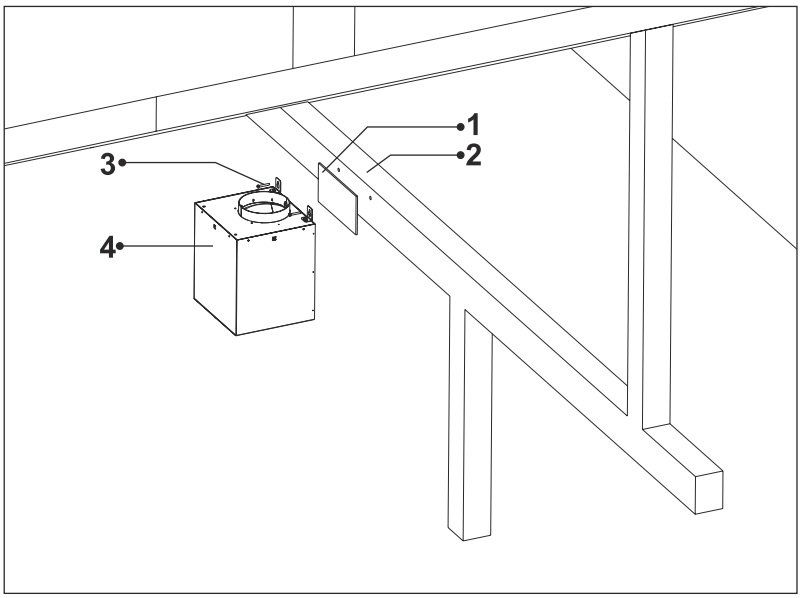

Fig. 15
9. Montér nu den flytbare loftmotor på spærret/lægten med 2 x 5,5x60mm skruer. (Fig. 15).